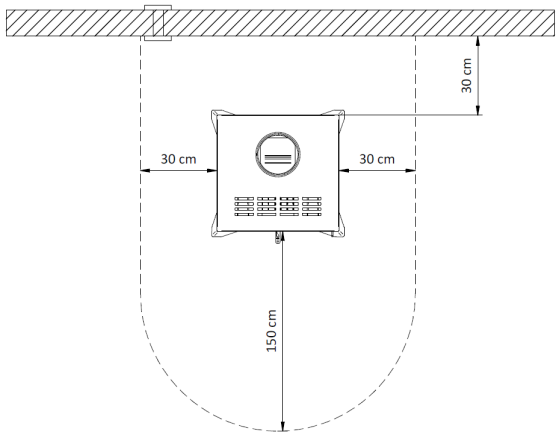

Figura 10 - Distancias mínimas de seguridad
* El suelo donde se instale la estufa deberá ser capaz de soportar una carga permanente de 1 kg/cm² y no debe ser inflamable. Si la capacidad de soporte de carga del suelo no es suficiente o existe riesgo de combustión, se podrá utilizar una placa rígida para distribuir la carga y con una superficie superior a la de apoyo del insertable; se recomienda que sobresalga al menos 15 cm por los laterales y bordes y 30 cm en la parte delantera, Figura 10;